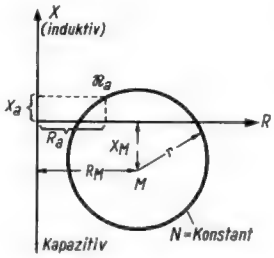

Bild 2. Kreis konstanter Wirkleistung
A. Weißfloch [2] hat zur einfachen Auswertung der unbequemen Formel 1,1 ein Kreisdiagramm angegeben: In einem rechtwinkligen Koordinatensystem tragen wir auf der Abszissenachse den Wirkwiderstand und auf der Ordinatenachse den Blindwiderstand auf *(Bild 2)*. Der Belastungswiderstand $\mathfrak{R}_a$ ist durch seine Koordinaten R_a und X_a festgelegt. Induktive Blindwiderstände werden nach oben, kapazitive nach unten aufgetragen. Durch den Punkt $\mathfrak{R}_a$ der Widerstandsebene läuft ein Kreis mit dem Radius: